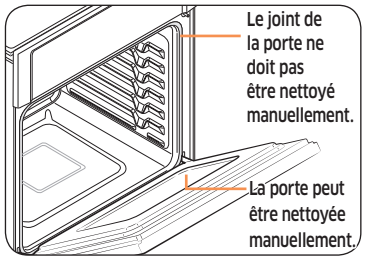

Fig. 2
- Ne nettoyez pas le joint en lui-même. La fibre de verre utilisée pour le joint de la porte ne résiste pas au nettoyage. Le joint doit absolument rester intact. Si vous constatez qu'il s'use ou se rétracte, faites-le remplacer. (Fig. 2).